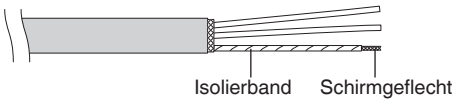

Abb. 4-10
(2) Den Geflechtschirm vorsichtig entflechten und die entflechteten Schirmdrähte eng in eine Leitungsader verdrillen. Die Schirmdrähte nach ausreichend engem Verdrillen mit einem Isolierschlauch versehen oder mit Isolierband umwickeln. (Abb. 4-10)